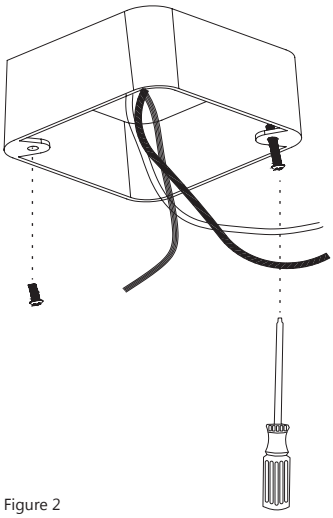
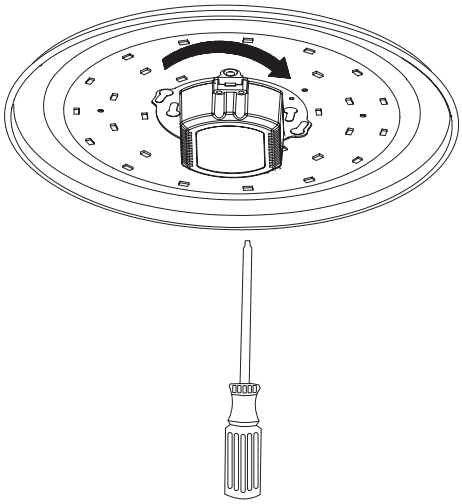

Figure 2
Figure 5
3. Installer les vis de la boîte électrique dans la boîte de jonction (voir figure 2 & 3)
5. Placer la plaque du luminaire sur la vis du verrou (illustré à la figure 2), tourner la plaque du luminaire dans le sens horaire et la fixer bien solidement avec le verrou (figure 5). Fixer solidement la plaque du luminaire à la boîte de jonction.